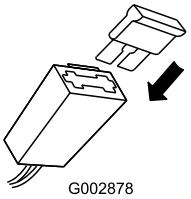

Figura 9
2. Inserite il fusibile (che trovate nel sacchetto delle parti sciolte) nel portafusibili (Figura 9).